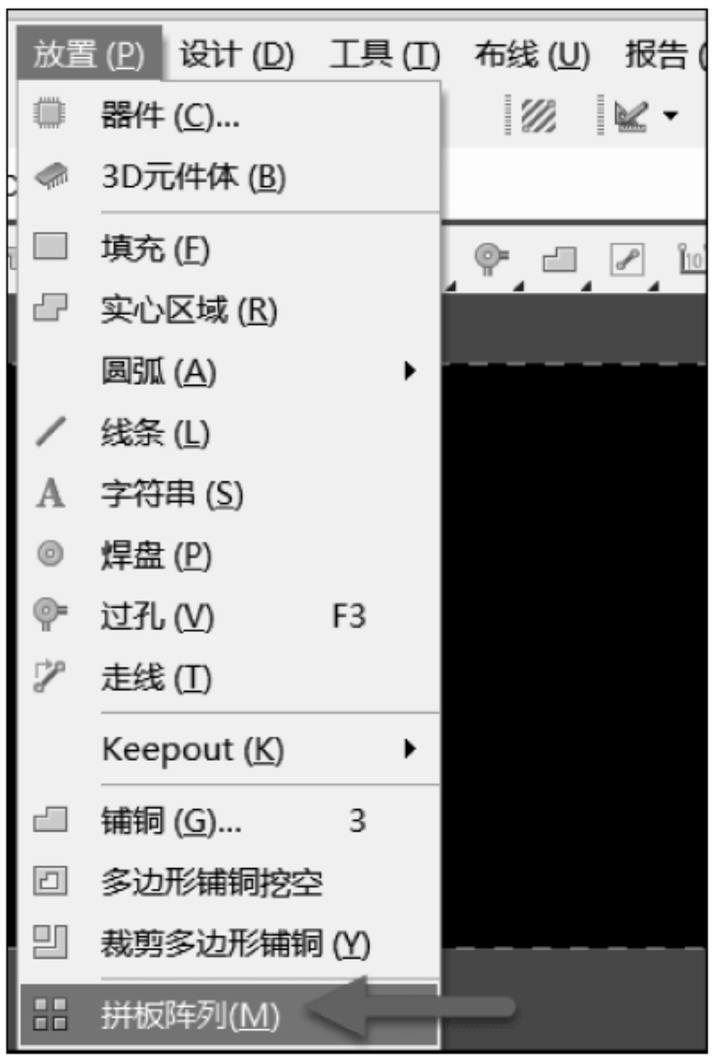

图 1-260　放置拼板阵列
(3) 在新建的 PCB 文件中,执行菜单栏中“放置”→“拼板阵列”命令,如图 1-260 所示。